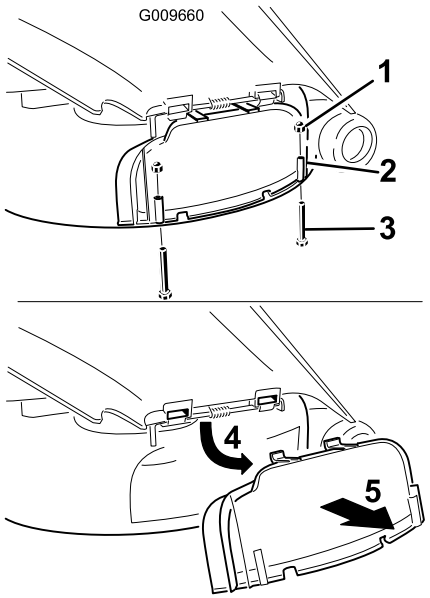

Figur 25
3. Fjern de to boltene og mutterne som fester utslippsdekselet til gressklipperen (Figur 25).